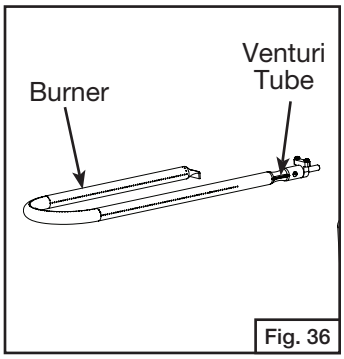

Fig. 36
7. Make sure the orifice fittings are inside the venturi tube, then tighten all self tapping screws. (Fig. 36)